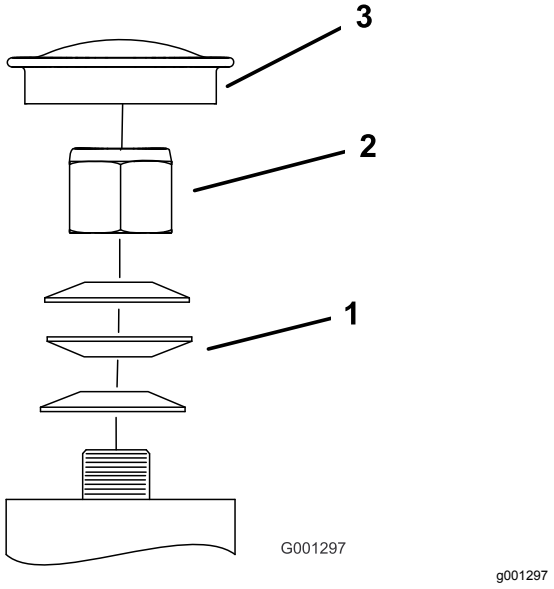

**Figuur 71**
3. Verwijder de stofkap van het zwenkwiel en draai de borgmoer aan (Figuur 71).
4. Draai de borgmoer aan totdat de veerringen vlak liggen, en draai deze vervolgens een ¼ slag terug om de voorspanning op de lagers correct af te stellen (Figuur 71).
***Belangrijk:*** **Zorg ervoor dat de veerringen goed zijn geplaatst, zoals getoond in Figuur 71.**
5. Plaats de stofkap (Figuur 71).